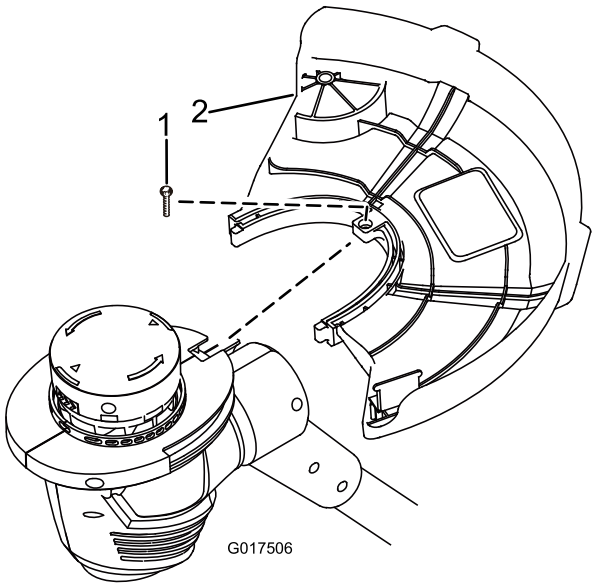

**Figura 2**
1. Deslice el protector sobre la base de la desbrozadora, según se muestra en Figura 2.